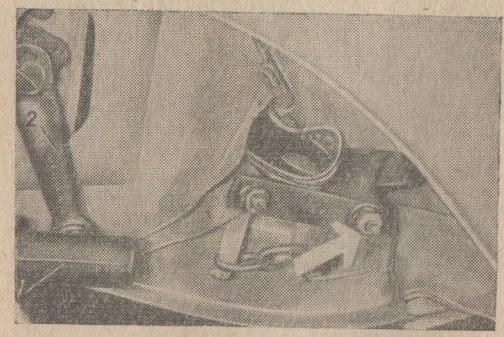

Рис. 74. Пресс-масленка оси педали сцепления и тормоза:
3) ось педали сцепления и тормоза (рис. 74); одна пресс-масленка; размещена в торце оси под передним левым крылом;